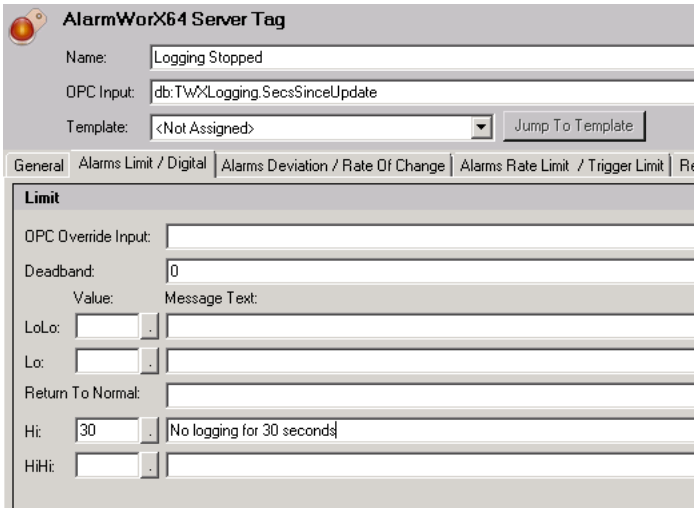

Figure 2 - AlarmWorX64 alarm tag
3. Configure a limit alarm where the Hi limit is the number of seconds (or minutes, or hours) for your alarm time. For example, if your GridWorX64 tag is returning the number of minutes and you want to alarm if five minutes have passed with no sample, configure the Hi limit to be 5. You may configure a HiHi limit as well, if you want. Hit Apply when you are finished configuring your alarm, which may look like Figure 2.